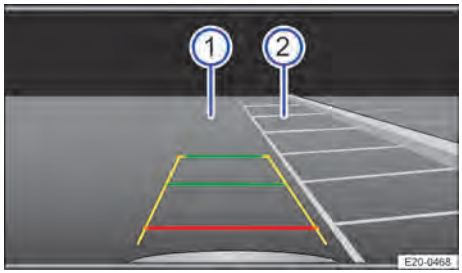

**Fig. 116** Visualización en la pantalla del sistema de infotainment: seleccionar un hueco de aparcamiento.
3. Sitúe el vehículo delante del hueco de aparcamiento → fig. 116 ②.